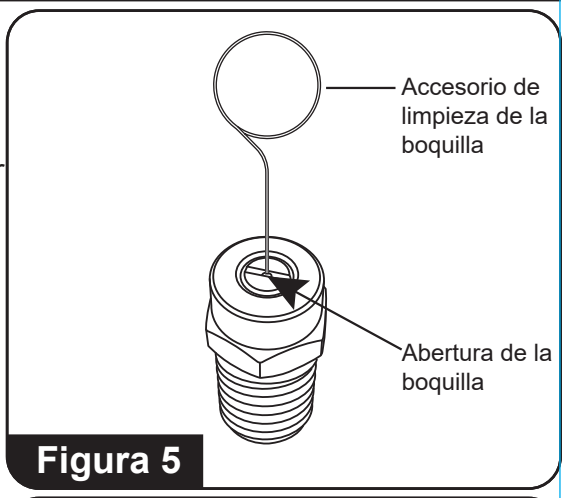

Figura 5
5. Con el accesorio de limpieza de la boquilla, libere cualquier material que obstruya o restrinja las aberturas de la boquilla. (Consulte la figura 5)